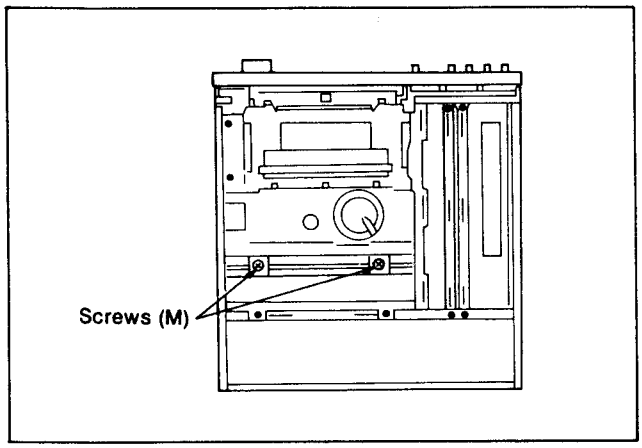

Figure D19
1. Unscrew the 2 screws (M) (Figure D19).